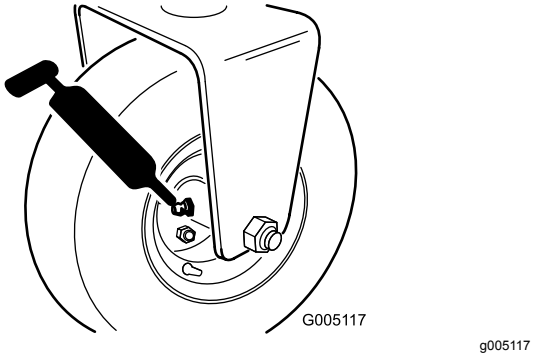

Figuur 36
- De naaf van de achterrol of, indien de set voor driewielaandrijving gemonteerd is, de koppelingen van de achterwielrol en de externe kogellager (1) (Figuur 36)